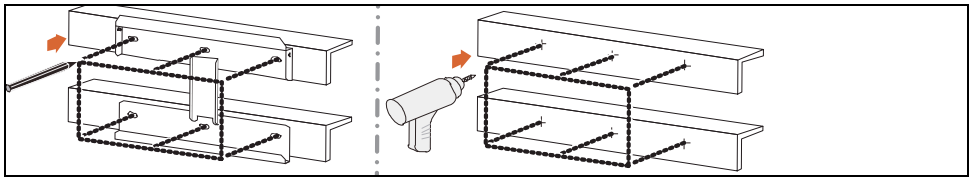

Figure 2-7 Mark and Pre-drill Metal Frame
3. Use the backplate to mark the metal frame with the location of the holes to be drilled. See Figure 2-7.
4. Pre-drill the mounting surface, if necessary. See Figure 2-7.